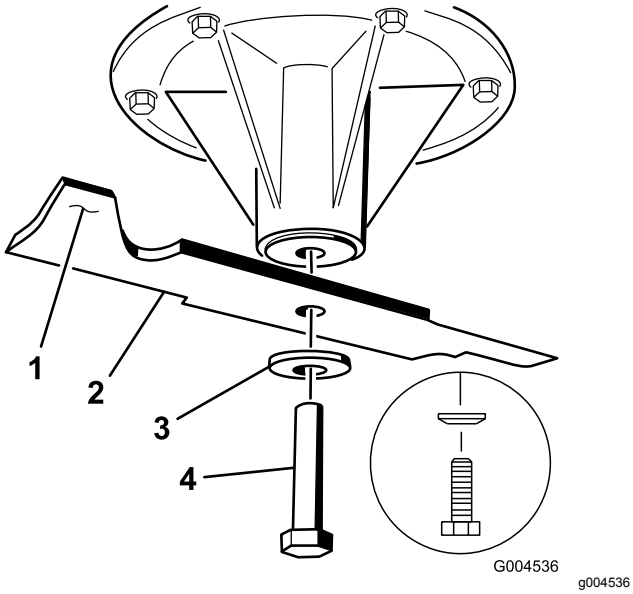

Figur 105
1. Monter skærekniven på spindelakslen (Figur 105).
2. Monter fjederskiven og knivbolten (Figur 105).
Bemærk: Fjederskivens konus skal installeres mod boltens hoved (Figur 105).